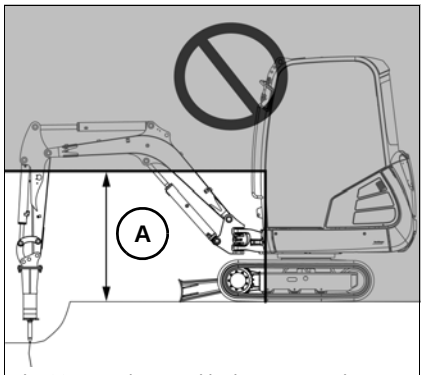

Fig. 99: Work area with shatter protection
► Pay attention to the restricted work range (see fig. 99/100)
Figures 99 and 100 refer to machine operation with a Wacker Neuson hydraulic hammer.